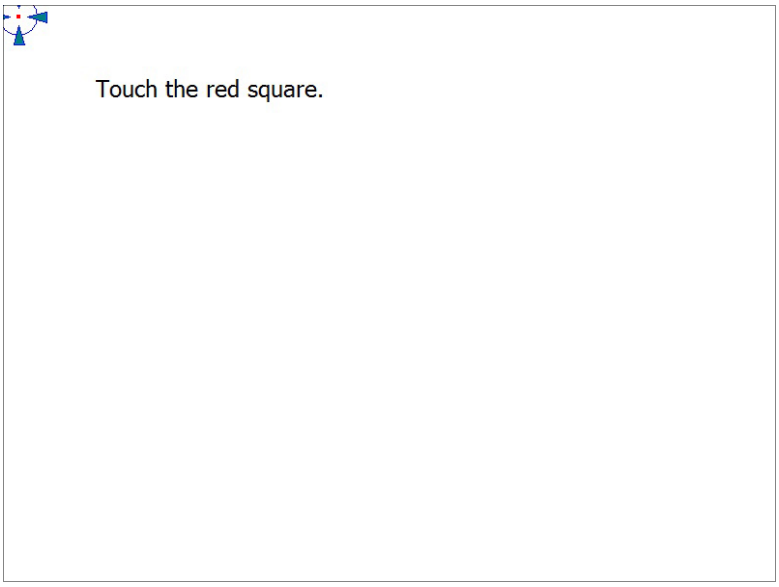

Figure 6-36: Calibration Window
Step 5: The calibration window in **Figure 6-36** appears. The user is asked to touch the screen at five specified points, if Standard Calibration is selected. Follow the screen guide to touch and hold each red square in the calibration window until it shows “Lift off to proceed”.